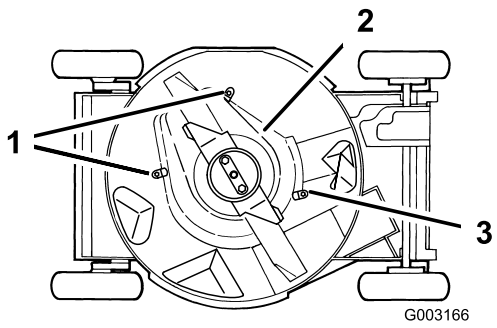

Figuur 40
6. Maak de lipjes los waarmee het scherm van de mesremkoppeling is bevestigd aan het maaidek door de moeren of de bouten op de lipjes los te draaien (Figuur 40). Draai de lipjes 180° zodat ze niet in de weg zitten.